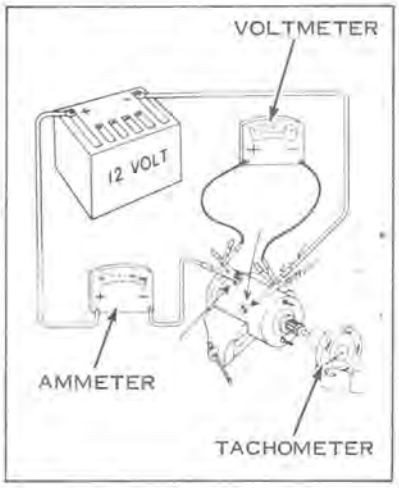

Figure 7-37
a. Connect starter, with an ammeter in series, to a 12-volt source (see Figure 7-37). Use a tachometer or rpm indicator to indicate armature speed.